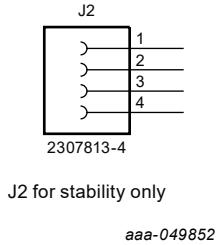

**Figure 12. Header J2 on antenna board is only for stability – to stabilize antenna board connected to Peridot 3.1 board**
- Header J2 to stabilize the connection of the antenna board to the main board, Figure 12.